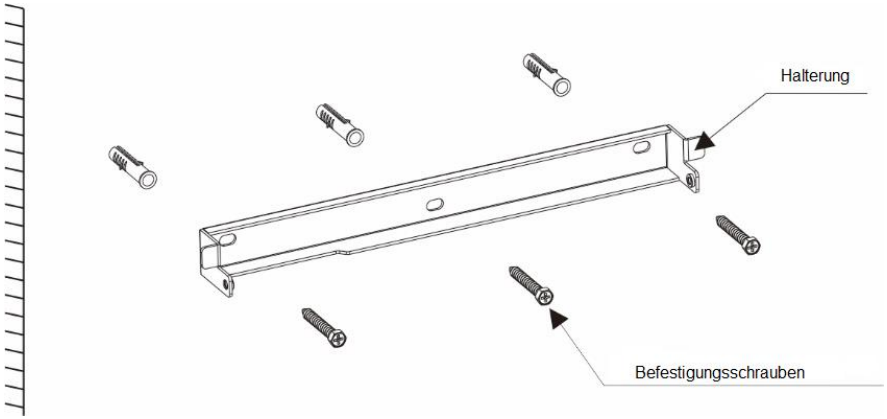
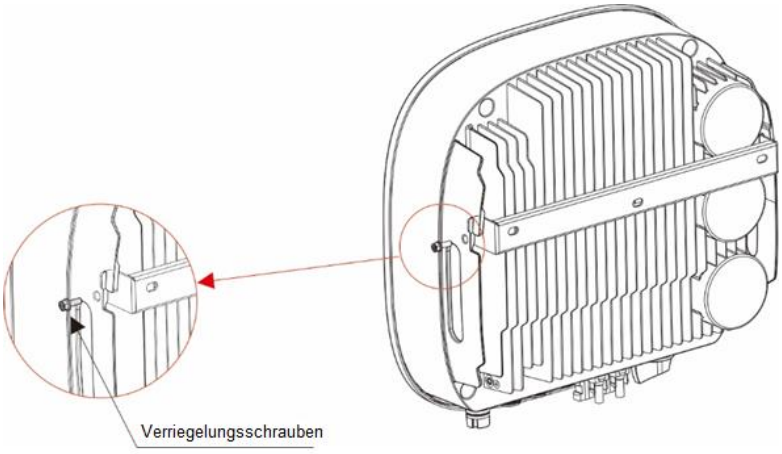

Abb. 4-7 Wechselrichter Wandbefestigung
Abb. 4-8 Wandbefestigung
Siehe Abbildung 4-7 und Abbildung 4-8 für Anweisungen zur Montage des Wechselrichters.
2. Vergewissern Sie sich, dass die Halterung waagerecht ist und die Befestigungslöcher (in Abbildung 4-7) richtig markiert sind. Bohren Sie die Löcher an den Markierungen in die Wand oder Säule.
4. Heben Sie den Wechselrichter an (achten Sie darauf, den Körper nicht zu überbelasten), und richten Sie die hintere Halterung des Wechselrichters auf den konvexen Teil der Montagehalterung aus. Hängen Sie den Wechselrichter in die Montagehalterung ein (siehe Abbildung 4-8).